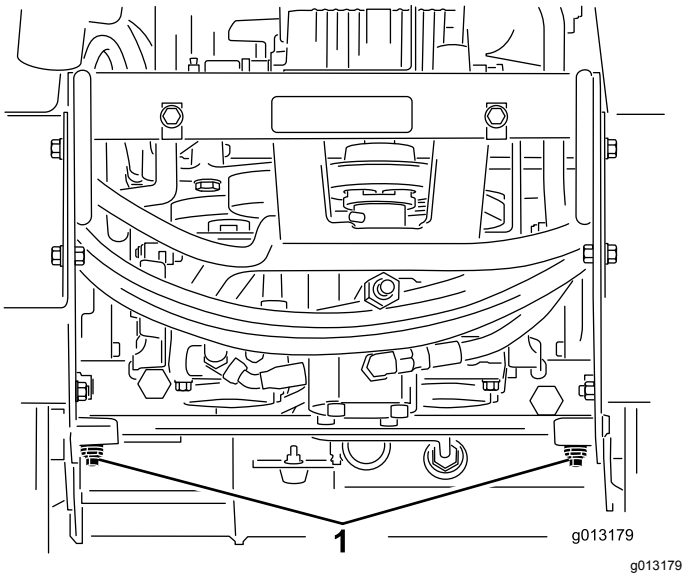

Figuur 18
4. Gebruik een steeksleutel om de sleepkleppen op de hydraulische pompen tweemaal linksom te draaien (Figuur 18).